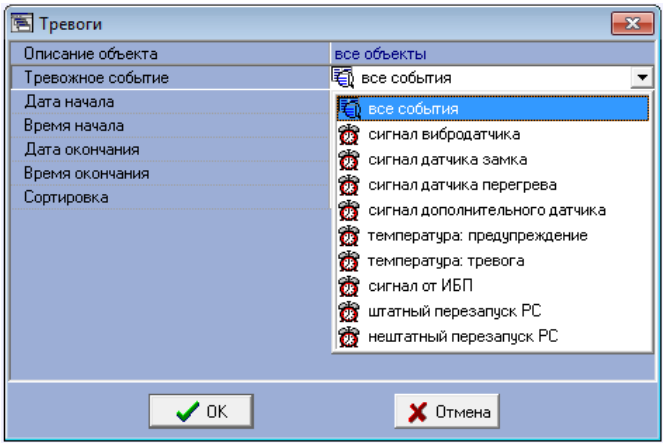

Рис. 6.3—4 Выбор тревожных событий
4. **Сортировка** (Рис. 6.3—5). При построении отчета можно использовать два режима сортировки: